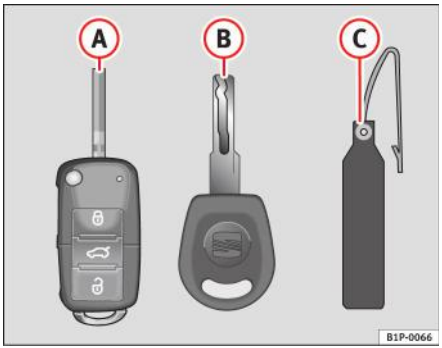

Fig. 61 Setul de chei
- o cheie cu telecomandă ⇒ fig. 61 Ⓐ cu element mecanic pliabil,